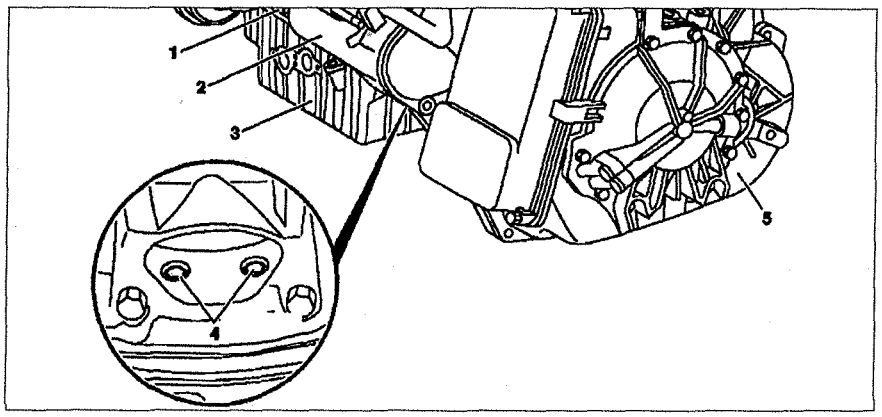

Рис. 6.50. Снятие и установка АКПП (автомобили с двигателями 611.980):
2. Снимите двигатель **1** вместе с коробкой передач **5** (см.рис.6.50).